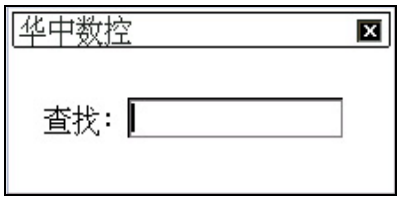

图 5.2.1 输入查找字符串
(1) 在编辑功能子菜单下（图 5.0.1）按 **F7** 键，弹出如图 5.2.1 所示的对话框，按 **Esc** 键，将取消查找操作；